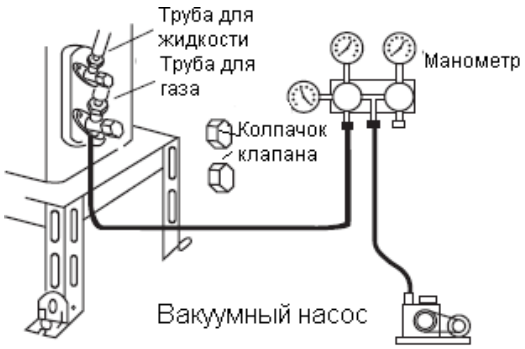

Рис. 5
8. Затяните колпачок на клапане низкого давления (см. рис. 5).